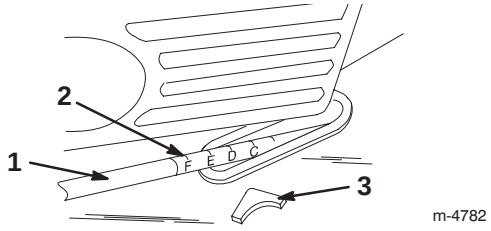

Figur 13
3. Lyft upp eller tryck ner handtaget, använd markören och klipphöjdsinställningen på länkstången för att ställa in önskad klipphöjd på gräsklipparen (figur 13).